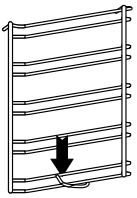

Рис. 1
2. Слегка нажмите на крючок решетки, как показано на рис. 1.